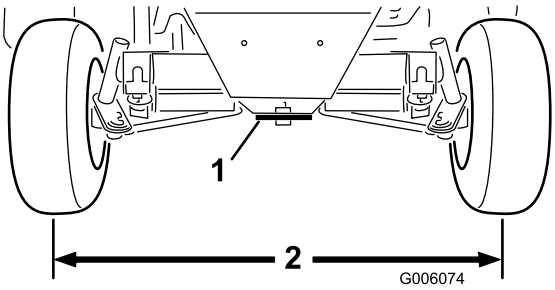

Figur 58
2. Løsne låsemutterne på begge parallellstagene. Juster begge parallellstagene til avstanden fra midten til midten foran og bak på bakhjulene er den samme (Figur 58).